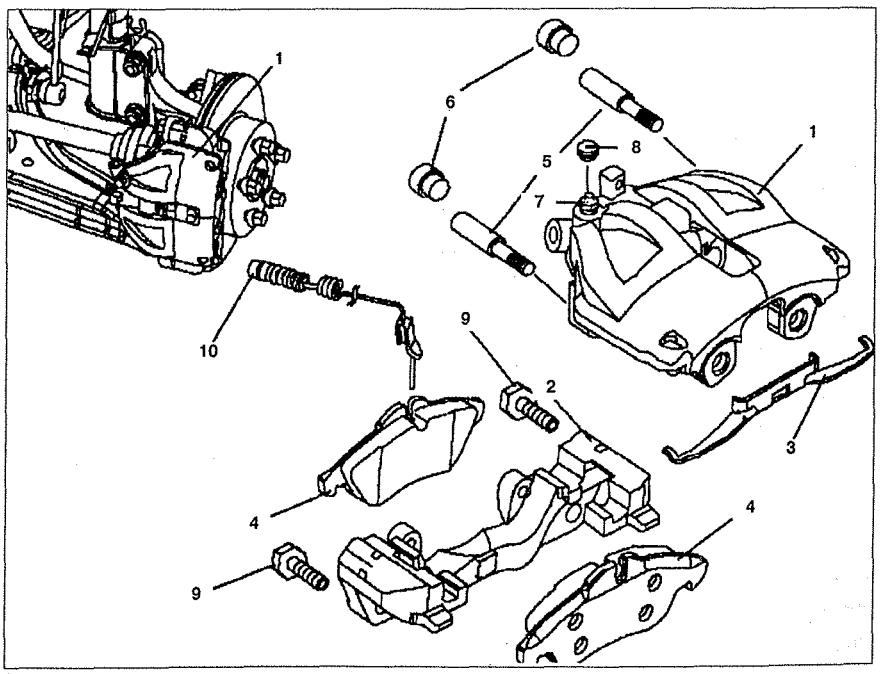

Рис. 9.4. Суппорт переднего тормозного механизма:
3. Отсоедините тормозную трубку от тормозного суппорта **1** (см.рис. 9.4).